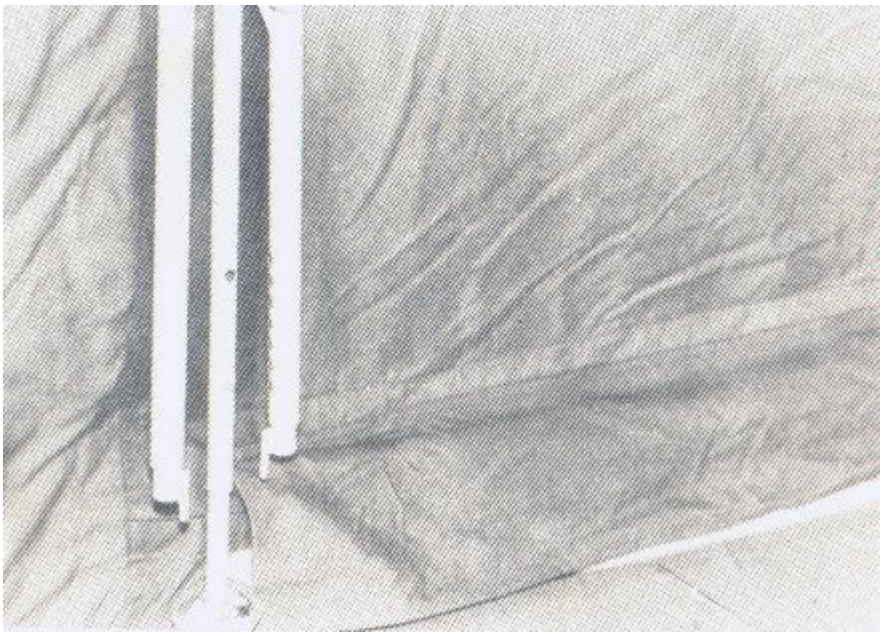

Abb. 14
4.5.5 Die in Abb. 14 erkennbare gelenkig am Mitelspriegel befestigten Teleskopgestänge werden zum Kopfplatten- bzw. Borplattenspriegel geschwenkt, ausgezogen und in die vorhandenen Bohrungen eingesteckt. Damit wird das Zeltdach nach beiden Seiten gleichmäßig straff ausgespannt.